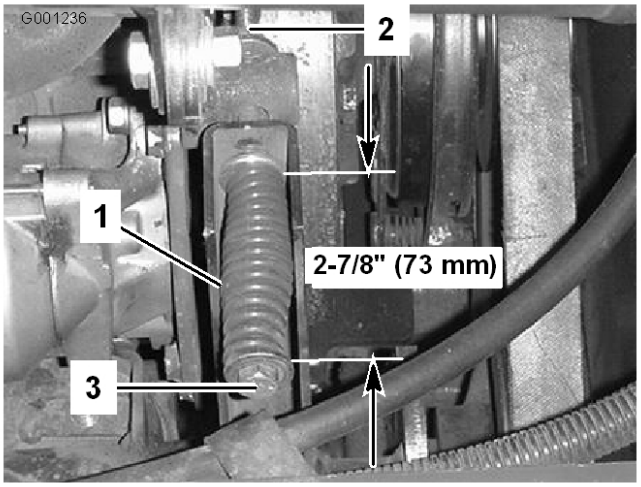

Figur 63
3. Lossa spännlockets kontramutter (Figur 63).
4. Använd en halvtums nyckel för att dra åt eller lossa remmens spännlocksfjäder (Figur 63). Justera fjädern till 73 mm längd.
4. Använd en halvtums nyckel för att lossa remmens spännlocksfjäder (Figur 63) hela vägen.
6. Montera den nya kraftuttagsremmen och spänn remskivsfjädern till 73 mm längd (Figur 63).
7. Dra åt kontramuttern (Figur 63) och stäng huven.